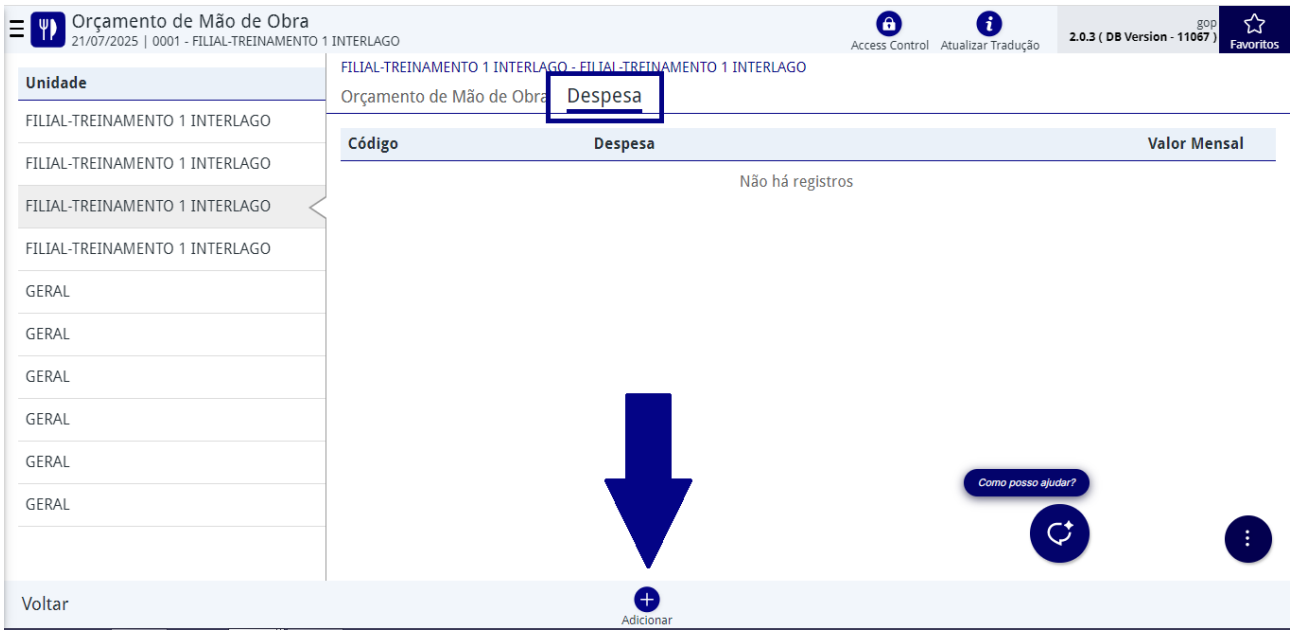

Figura 103: Guia Despesa
1. Clique em **Adicionar** (Figura 103) na guia **Despesa**.